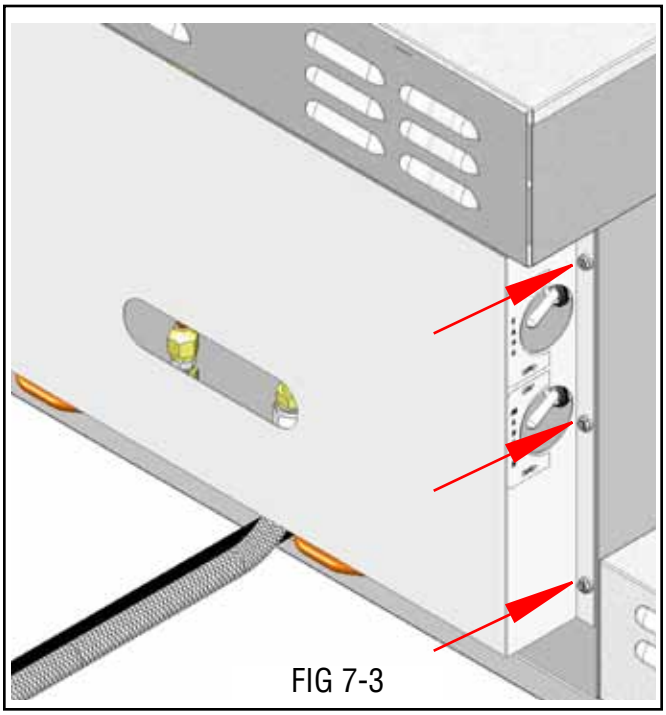

FIG 7-3
5. Re-install rear utility cover. FIG 7-3